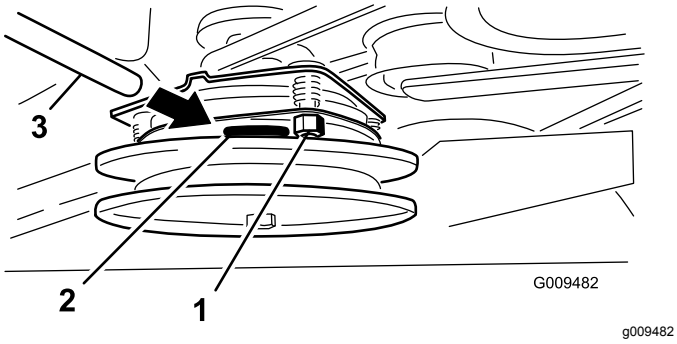

Figur 60
3. Stram låsemutrene til følerbladet sitter fast men er løst nok til at det lett kan beveges innen luftgapet (Figur 60).